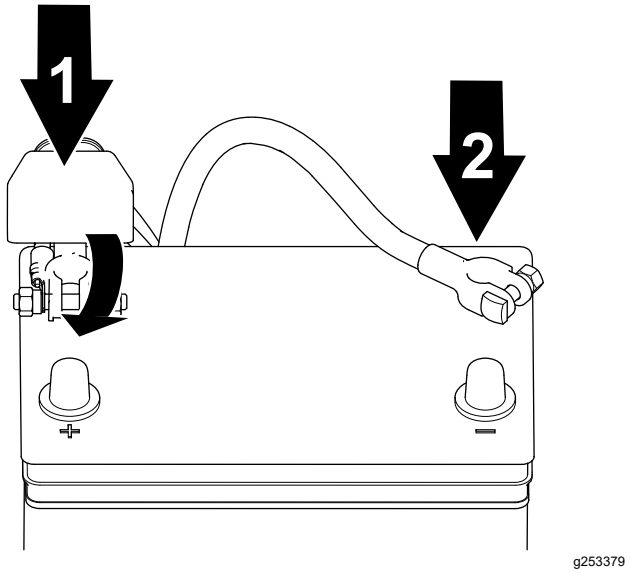

**Figuur 35**
1. Sluit de pluskabel weer op de accu aan en draai de moer van de accuklem vast (Figuur 35).
2. Sluit de minkabel weer op de accu aan en draai de moer van de accuklem vast (Figuur 35).